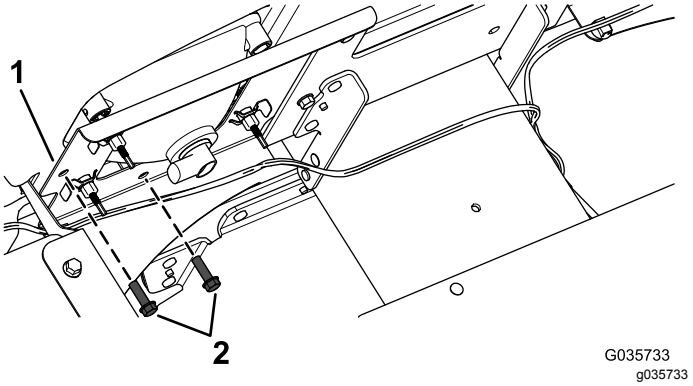

Figur 1
1. Fjern de to eksisterende skruene fra frontlysbraketten (Figur 1).